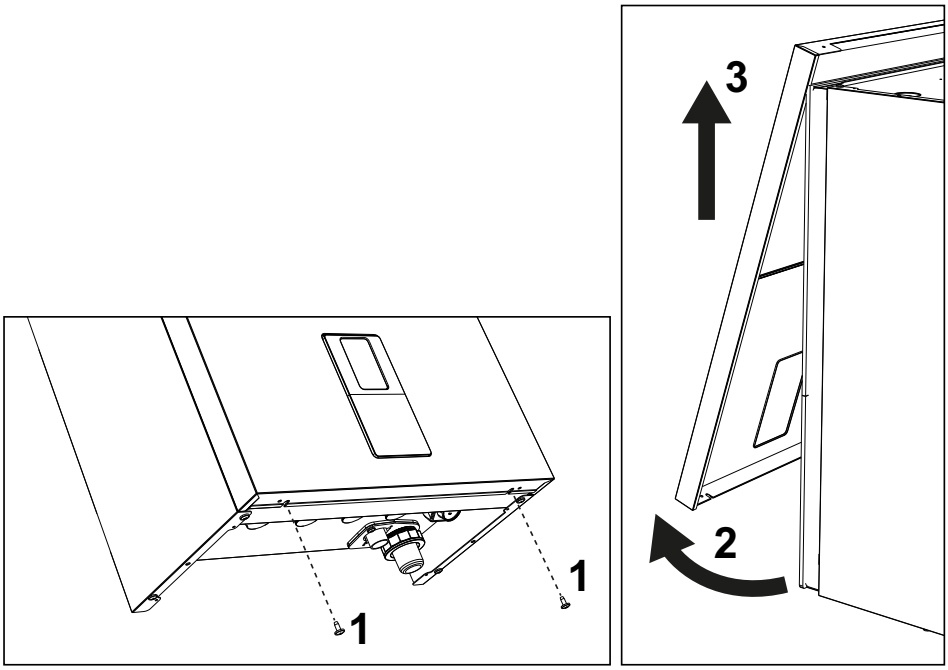

рис. 41- Открытие передней панели
1. Открутите винты 1 (см. рис. 41).